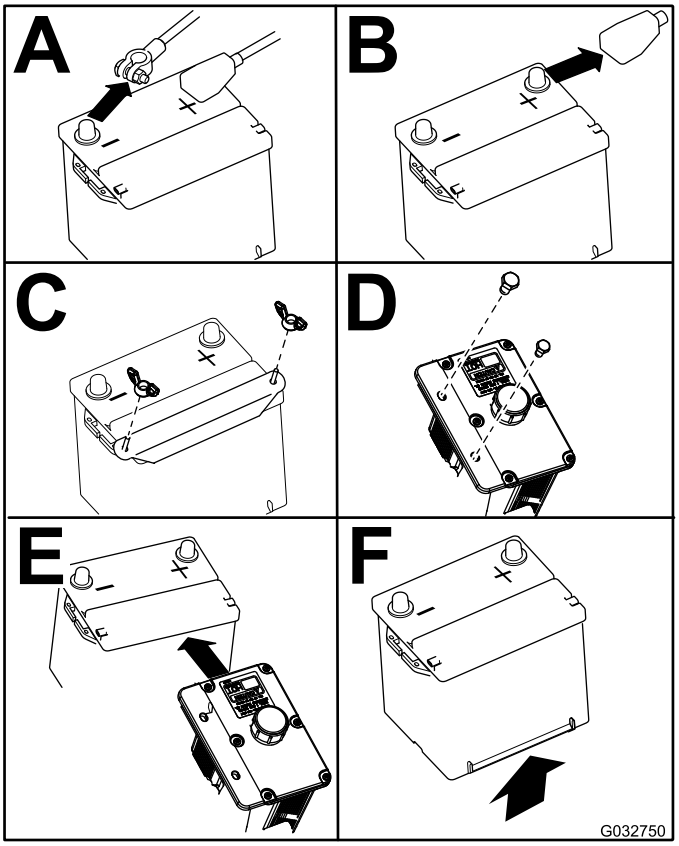

Figur 72
4. Ta bort batteriet enligt Figur 72.